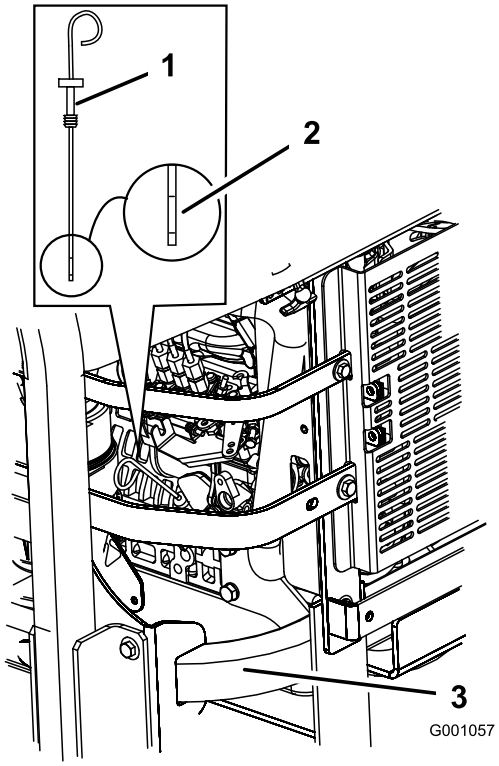

Figur 46
3. Gör rent omkring oljestickan (Figur 46) så att smuts inte kan falla ned i påfyllningshålet och orsaka motorskador.
4. Dra ut oljestickan och torka av metalländen (Figur 46).
5. Stick ner oljestickan helt i påfyllningsröret. Dra ut oljestickan och titta på metalländen (Figur 46). Om oljenivån är låg häller du långsamt i tillräcklig mängd olja i påfyllningshålet för att höja nivån till markeringen Full.